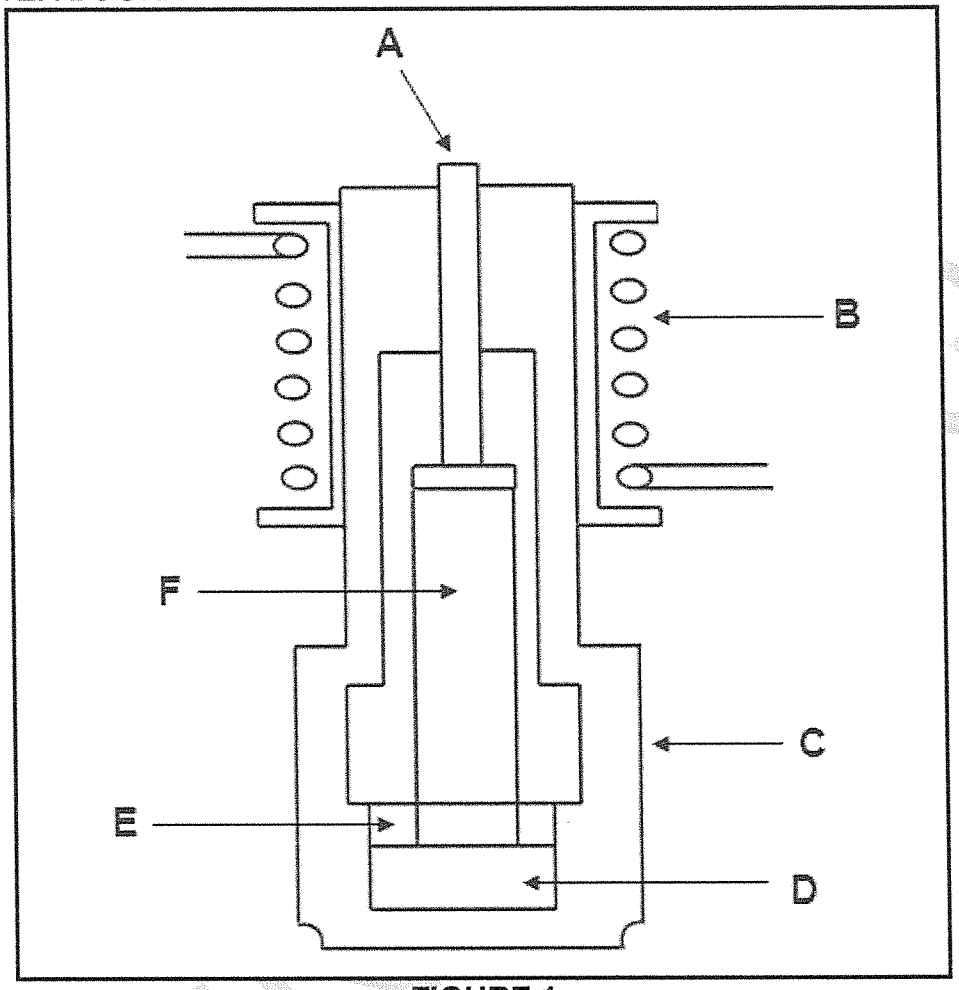

FIGURE 1
4.2 Label FIGURE 1 below. Write only the answer next to the letter (A–F) in the ANSWER BOOK.